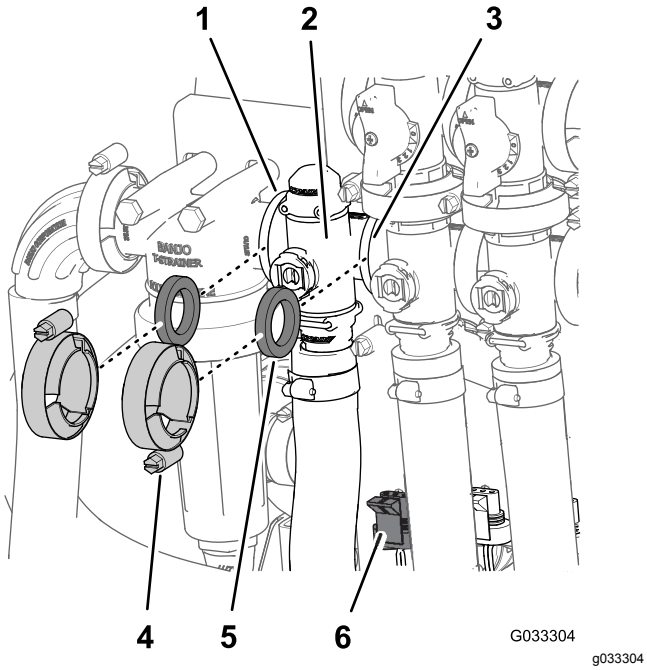

Figur 62
1. Fjern klemmene og pakningene som fester manifoldet for mengderegulatorventilen (Figur 62).